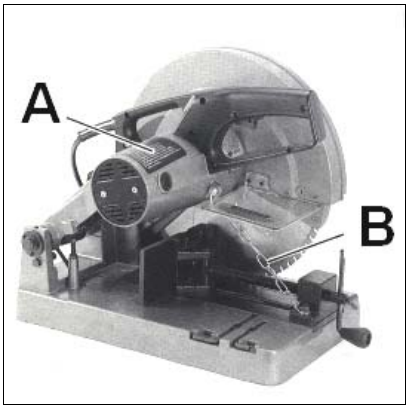

Fig 2
Haken Sie die Kette (B, Fig 2) aus und lassen Sie den Kopf (A) langsam nach oben gleiten.